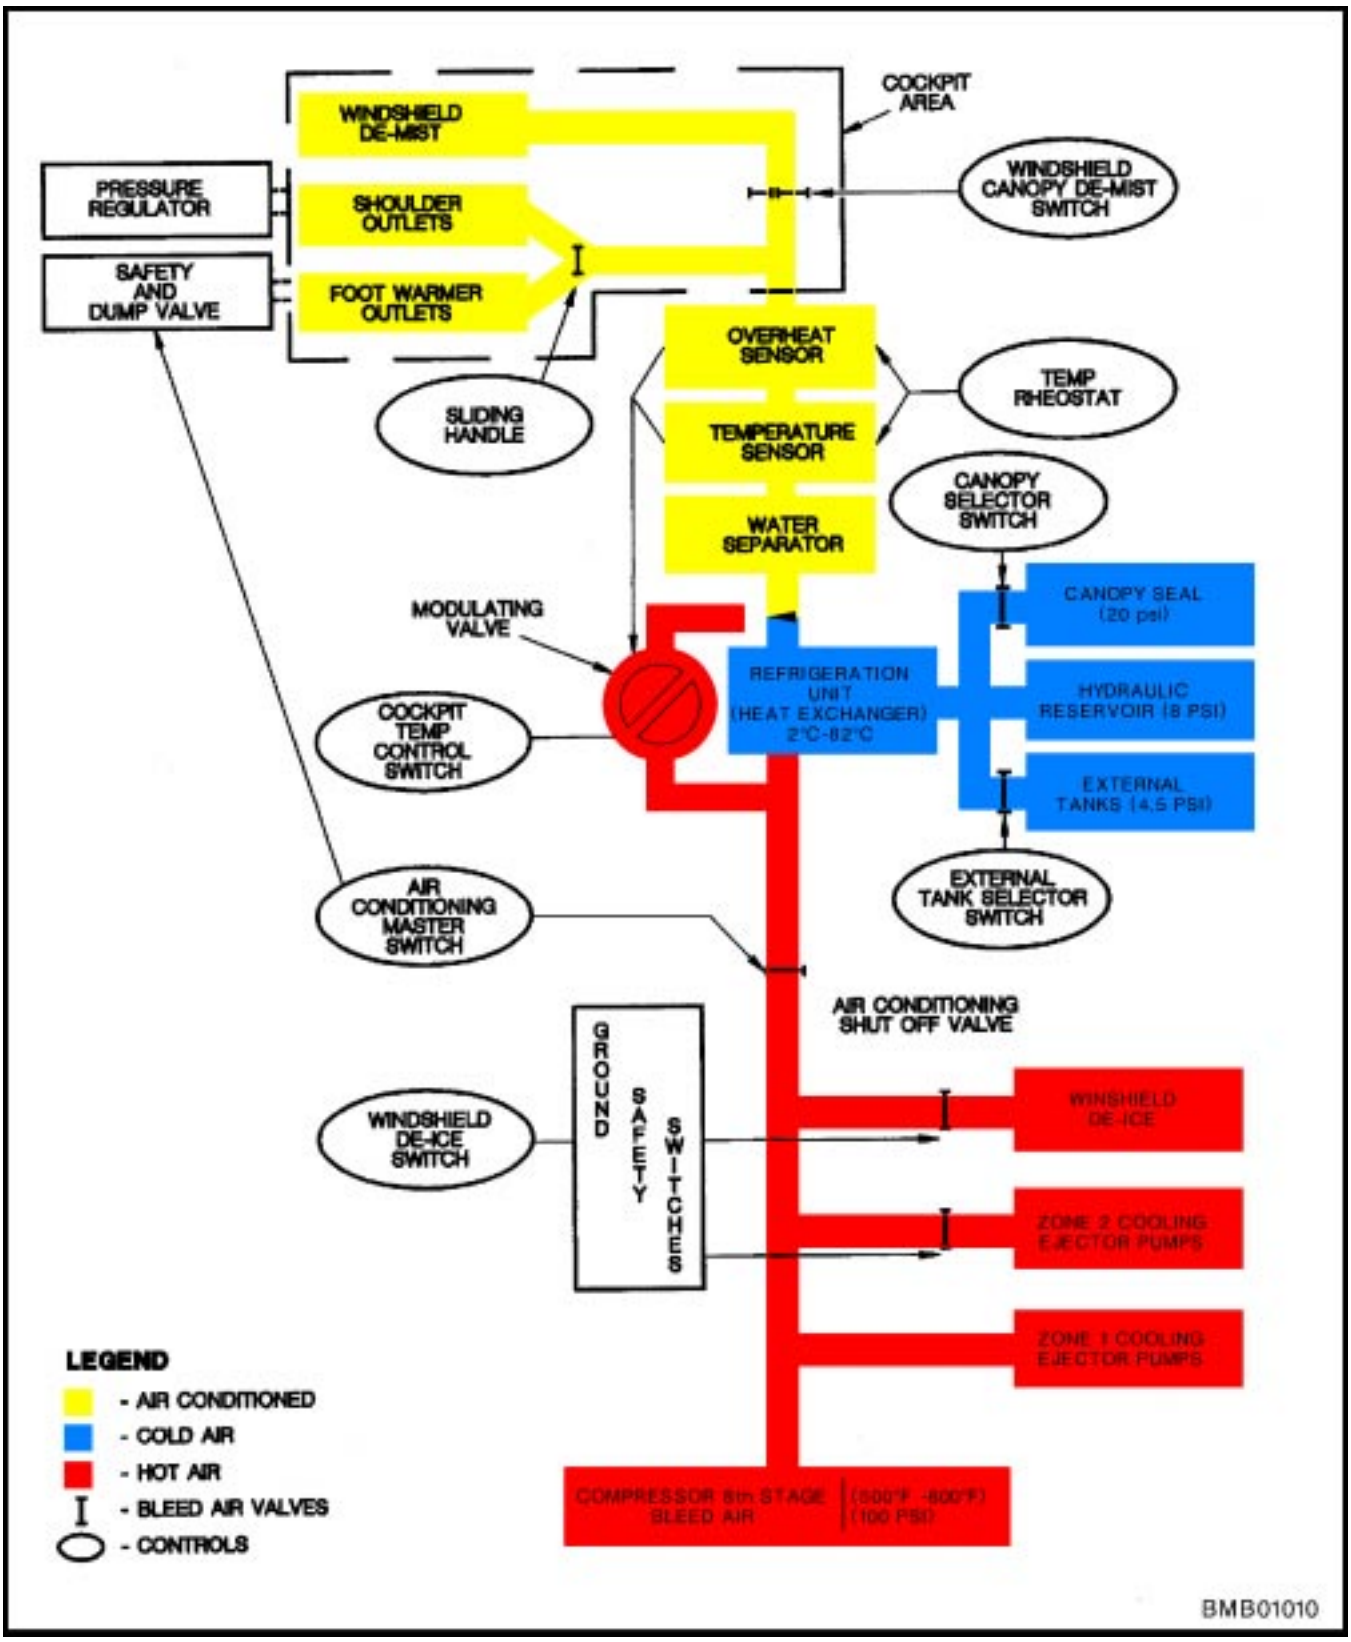
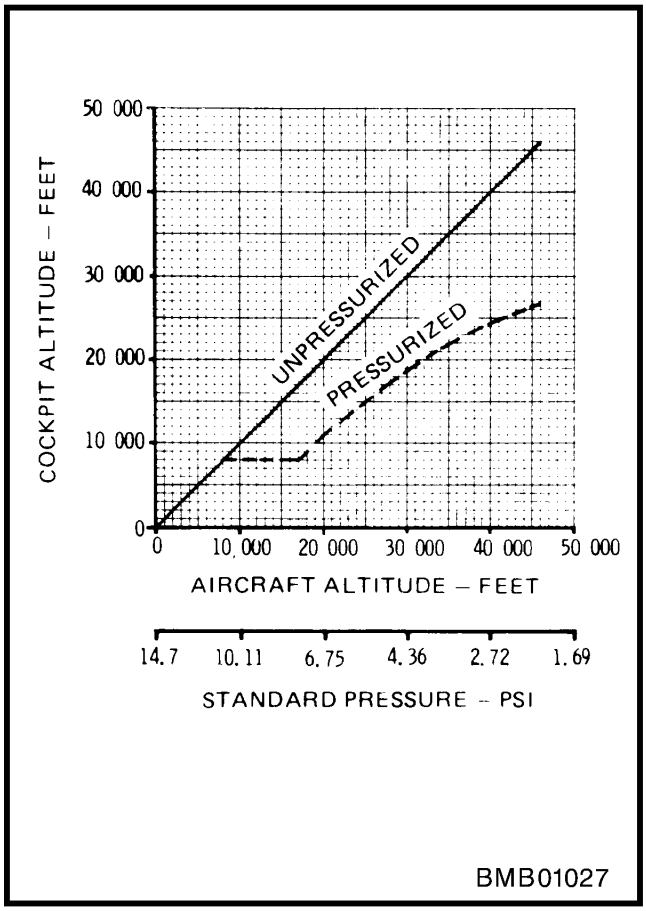

Figure 1-12 Compressor Eighth-Stage Bleed-Air Services – Air Conditioning and Pressurization System – Schematic
Figure 1-13 Cockpit Altitude vs Aircraft Altitude
99. Air is bled from the eighth stage of the engine compressor and is used to operate the following services (Figure 1-12):
101. Air from the eighth-stage bleed passes through the air-conditioning shut-off valve, then through the air-conditioning unit, and is delivered to the cockpit at a pre-selected temperature and in sufficient quantity to pressurize the occupied area (Figure 1-12). The cockpit is unpressurized below 8000 feet. From 8000 feet to approximately 17 000 feet, until a maximum of 3 psi differential is reached, the cockpit altitude remains at 8000 feet. Above this altitude, the 3 psi differential remains constant. This pressure schedule is controlled by the pressure regulator, which automatically regulates the outflow of air to maintain the pressure differential. A second valve, the safety and dump valve, will automatically open to relieve an increase in pressure over 3.3 psi, or, in an emergency, may be opened through the air-conditioning master switch. The static sources for the pressure regulator and for the safety and dump valve are located on either side of the top half of the fuselage forward of the cockpit. For graph of cockpit altitude versus aircraft altitude, see Figure 1-13.
107. The windshield is demisted and de-iced by heated air passed over the interior and exterior of the windshield respectively. Separate controls are provided so that the systems may be used simultaneously or separately (Figure 1-12).